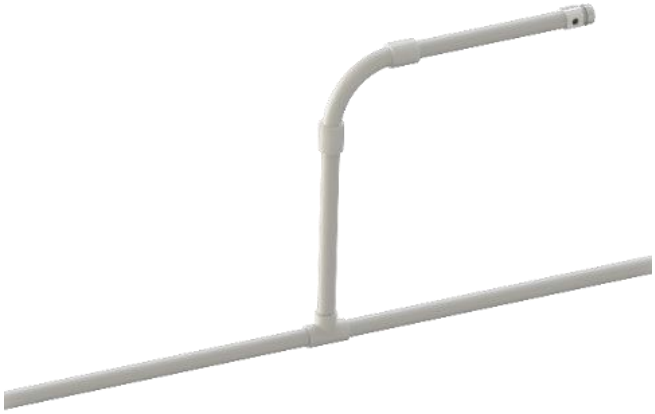

Рисунок 2 – Капилляр-отвод
7.13 Расположение заборных отверстий в защищаемом помещении должно быть выполнено в местах максимальной концентрации контролируемого фактора пожара с учетом рельефа и наклона внутренней поверхности потолка. Для защиты труднодоступных мест (внутреннего пространства машин, стоек, пространств под перекрытием и т.п.) согласно п.5 и п.6 приложения В могут быть использованы тройники с подключенными жесткими капиллярами-отводами рисунок 2 , выполненными из тех же труб, что и основной трубопровод, длиной до 1,5 м или гибкими капиллярами рисунок 3. С целью исключения перепадов давления, препятствующих отбору проб воздуха, рекомендуется отобранный для контроля воздух, возвращать в защищаемую полость п. 8 приложения В.